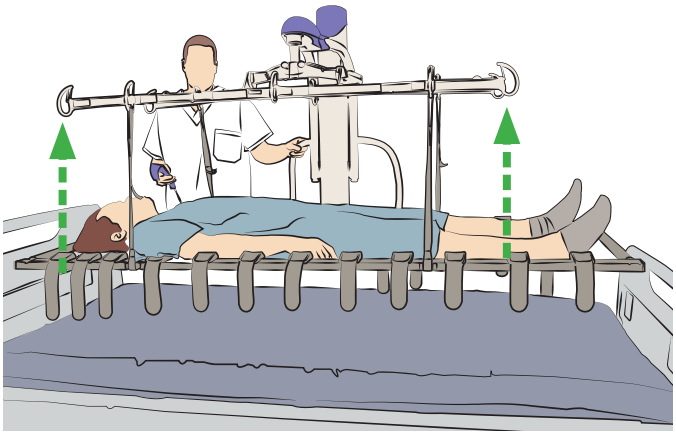

Fig. 15
6. Commencez à soulever le patient. Voir fig. 15. Lors de l'utilisation d'un lève-personne sur rail, veiller à ce que la civière à sangles soit toujours en position horizontale. Consultez la section « Réglage du cadre de la civière » à la page 15.